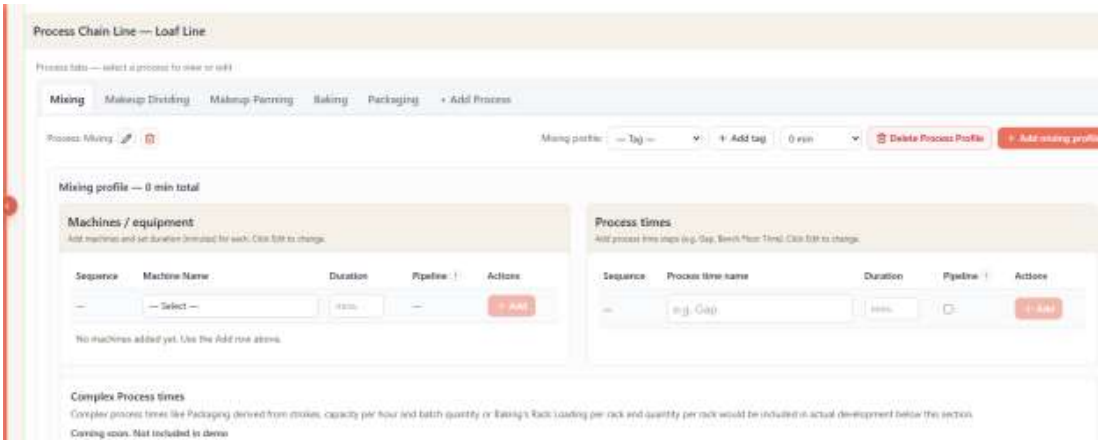

Figure 68: Production Page, Added New Process Profile of Mixing
Step 7: Still inside the Production Page & create a Process Profile inside each of the Processes Tab created from Process Chain Line (per Process) step 5-6, by clicking "Add name_of_process profile" button in the right-side corner of the Tab. Then, Mixing Profile will appear having 2 sections of it namely Machines/Equipment card and Process times card as seen in Figure 68. The **goal of this step is to create Process Timing Profiles for each Process of the Process Chain Line (per Process) that the Product in the Recipe Page** can